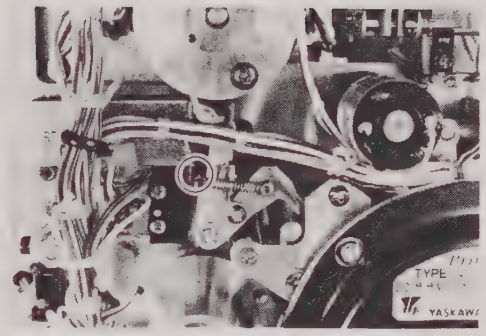

Fig. 5-29
- If requirements are not met, adjsut with adjusting screw. (Refer to Fig 5-29 on page 5-26)